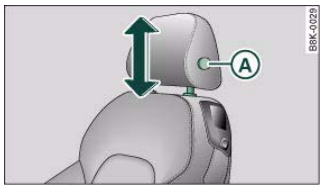

Fig. 78 Front seat: Adjusting head restraint
– Press button (A) ⇒ fig. 78 and push the head restraint downwards.
– You should adjust the head restraint so that the top of the head restraint is *at least* at eye level, or higher ⇒ fig. 78.